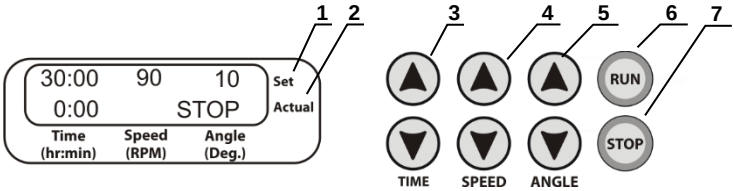

Рис. 2. MR-12, панель управления
5.2.3. Дисплей прибора показывает установленные ранее время, скорость и угол наклона в верхней строчке **Set**, а также прошедшее время и индикацию режима в нижней строчке **Actual** (рис. 2/1 и 2/2).
5.2.4. **Установка времени**. С помощью кнопок ▲ и ▼ **TIME** (рис. 2/3) установите необходимый интервал времени в часах и минутах (шаг 1 мин.).
5.2.5. **Установка скорости**. С помощью кнопок ▲ и ▼ **SPEED** (рис. 2/4) установите необходимую скорость перемешивания (шаг 1 качание/мин.).
5.2.6. **Установка угла наклона.** С помощью кнопок ▲ и ▼ **ANGLE** (рис. 2/5) установите необходимый угол наклона (шаг 1º).
5.2.7. Нажмите кнопку **RUN** (рис. 2/6). Начнётся движение платформы и отсчёт установленного интервала времени. Во время работы можно менять параметры, скорость и/или угол наклона, но не время.
5.2.8. Если интервал времени установлен на 0:00, то нажатие кнопки **RUN** переводит прибор в непрерывный режим работы с отсчетом времени в нижней строке **Actual** до тех пор, пока не будет нажата кнопка **STOP** (рис. 2/7).